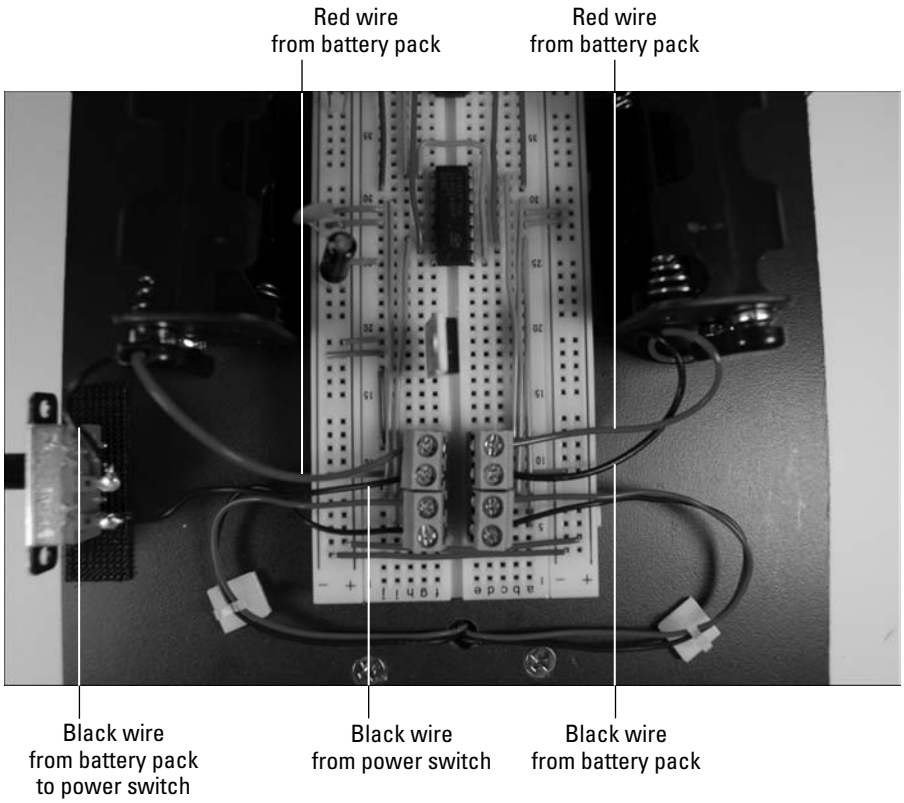

Figure 11-41: Wire the power onto the breadboard.
13. **Attach wires from the battery packs to the terminal blocks and power switch, as shown in Figure 11-41, and solder the wires attached to the power switch lugs.**